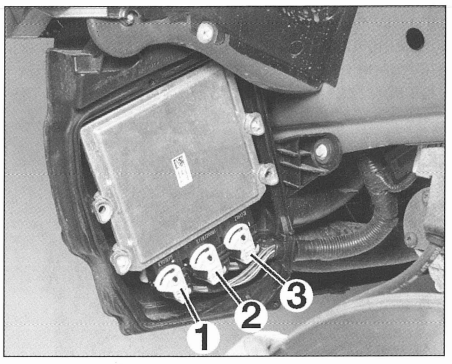

FIG. 24
• Sacar los conectores del calculador en el orden indicado **(fig. 24).**